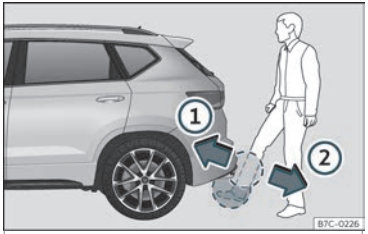

Fig. 81 Portón do maleteiro con apertura controlada por sensor (Easy Open).
- Cun movemento rápido, acerque un pé e a parte inferior da perna o máis próximo posible ao parachoques. A parte inferior da perna ten que achegarse á área do sensor superior, e o pé, á área do sensor inferior ››› **fig. 81** ①.
- Retire rapidamente o pé e a parte inferior da perna das áreas dos sensores ››› **fig. 81** ②. O portón traseiro ábrese automaticamente.